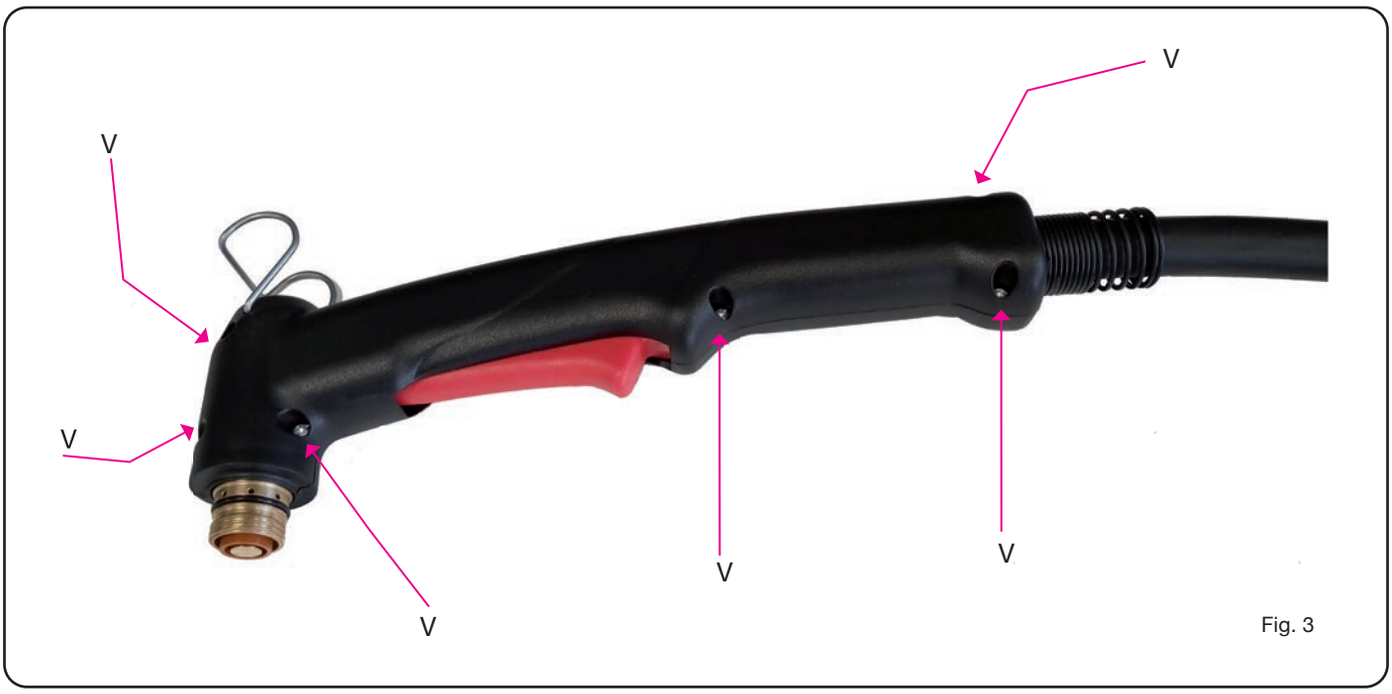

Fig. 3
- Svitare le 6 viti **V** di Fig.3 e togliere l'impugnatura sinistra.